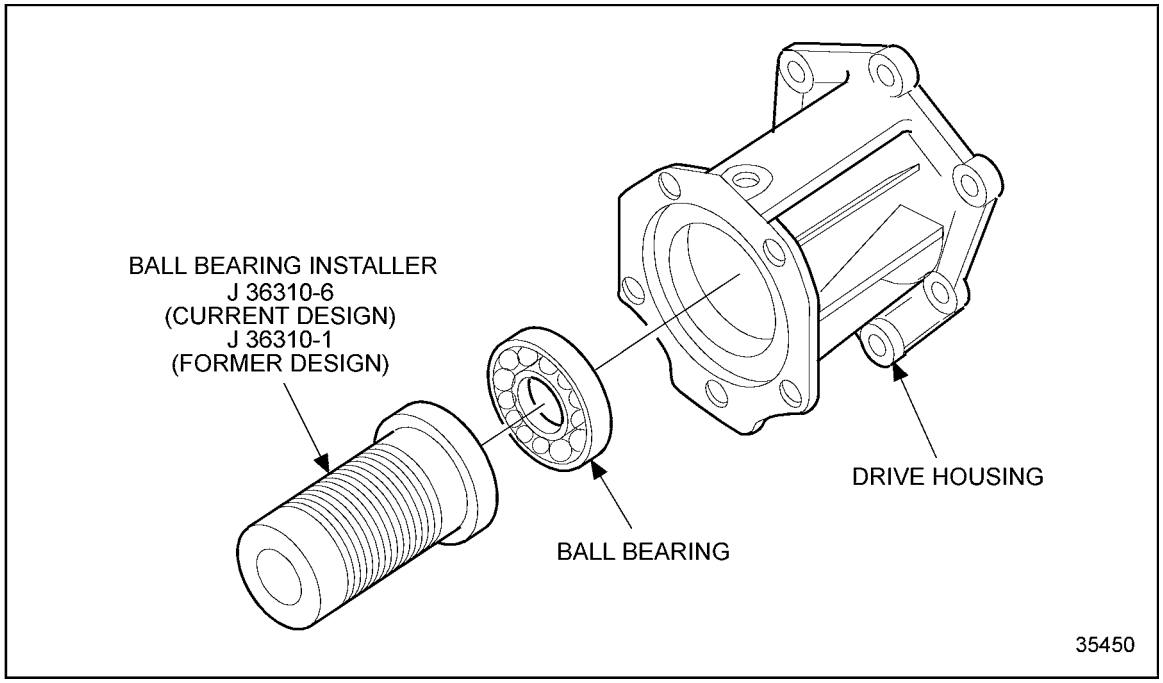

Figure 10-30 Ball Bearing Installation
6. Install the ball bearing in the drive housing using a press and the large end of the ball bearing installer, pressing only on the outer race of the bearing. See Figure 10-30.
7. Be sure the bearing is fully seated against the shoulder in the housing for the snap ring to be installed. See Figure 10-30.